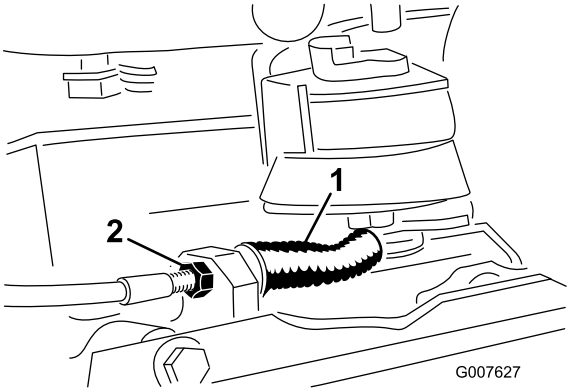

Figur 33
- For at mindske bremskabelspændingen skal du løsne kablets forreste kontramøtrik og stramme den bageste kontramøtrik (Figur 33). Gentag trin 1 og 2, og juster igen om nødvendigt.
- For at øge bremskabelspændingen skal du stramme kablets forreste kontramøtrik og løsne den bageste kontramøtrik (Figur 33). Gentag trin 1 og 2, og juster igen om nødvendigt.